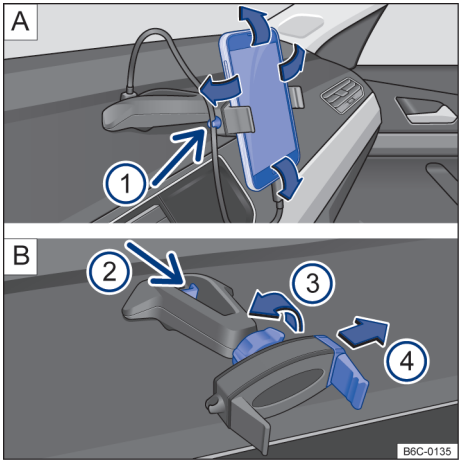

Fig. 195 No console central: suporte para telefone celular e ajustes.
– Segurar o suporte com uma mão e pressionar o botão de destravamento → Fig. 195 B (2) (seta).
– Com a haste → Fig. 195 B (4) deslocar no sentido da seta, e instalar o telefone celular no alojamento.
– Com a outra mão deslocar a haste → Fig. 195 B ④ até que seja possível remover o aparelho do alojamento.
– Colocar o cabo USB na entrada carregador USB do suporte existente no painel de instrumentos → Fig. 195 A.
– Prender o cabo no suporte → Fig. 195 A ①.
– Para liberar o movimento do suporte, girar a trava → Fig. 195 B ③ no sentido contrário da seta.
– Para fixar a posição, girar a trava no sentido da seta ③ → Fig. 195 B até a fixação total do suporte.
O suporte para telefone celular tem garantia de 3 anos, com exceção da haste deslizante (garra) → Fig. 195 B ④ que tem garantia de **1 ano**. ◁